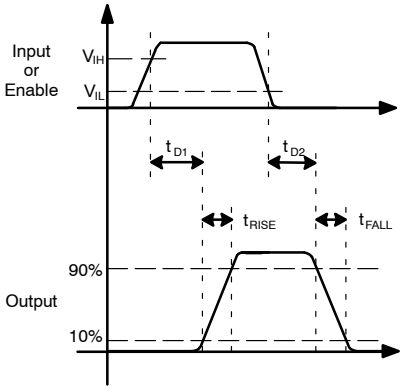
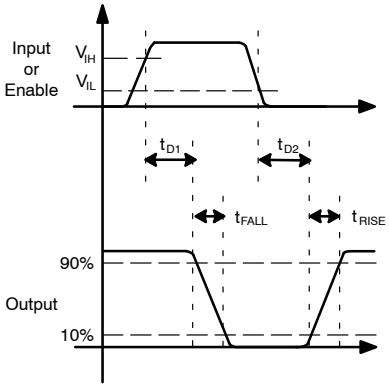

Figure 8. Non−Inverting
Figure 9. Inverting
10. *See Timing Diagrams of Figure 8 and Figure 9.*